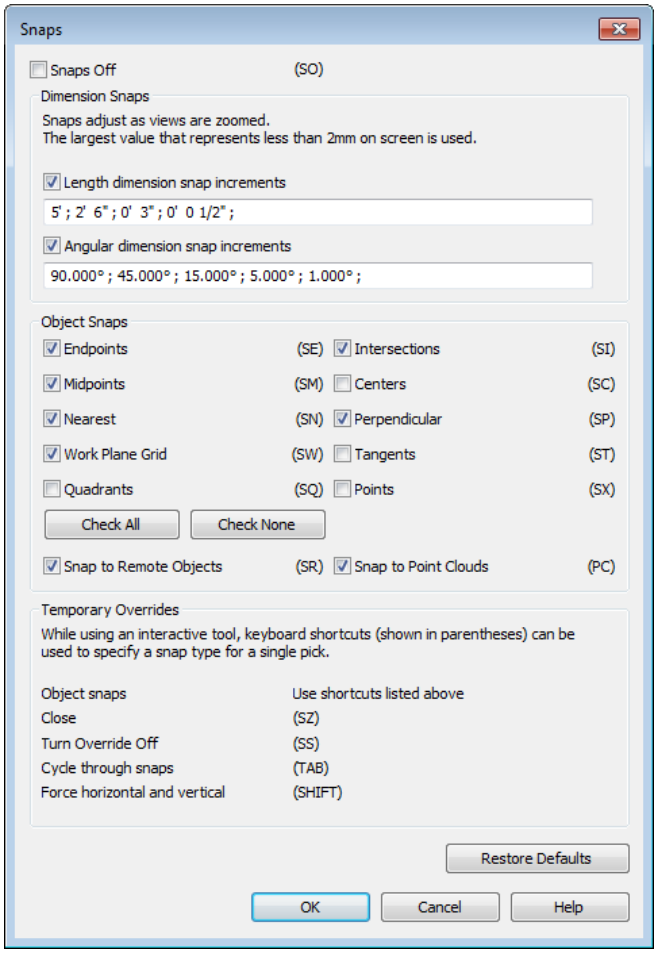

Figure 2-33 *The* ***Snaps*** *dialog box*
1. Choose the **Snaps** tool from the **Settings** panel of the **Manage** tab; the **Snaps** dialog box is displayed, as shown in Figure 2-33.
Figure 2-33 shows the value entered for length snaps increment.
4. In the **Object Snaps** area, clear the **Quadrants**, **Centers**, **Tangents**, and **Points** check boxes to disable them. Leave the other options such as **Endpoints**, **Midpoints**, **Nearest**, **Perpendicular**, **Work Plane Grid**, **Snap to Remote Objects**, **Snap to Point Clouds**, **Perpendicular** and **Intersections** enabled, refer to Figure 2-33. Choose the **OK** button to apply settings and to close the **Snaps** dialog box.